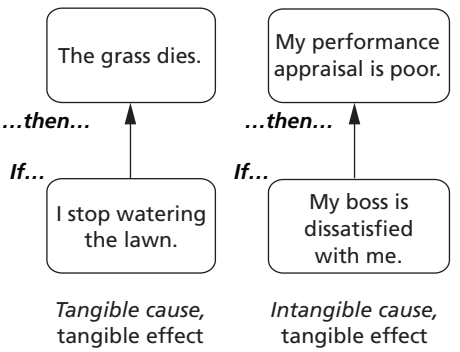
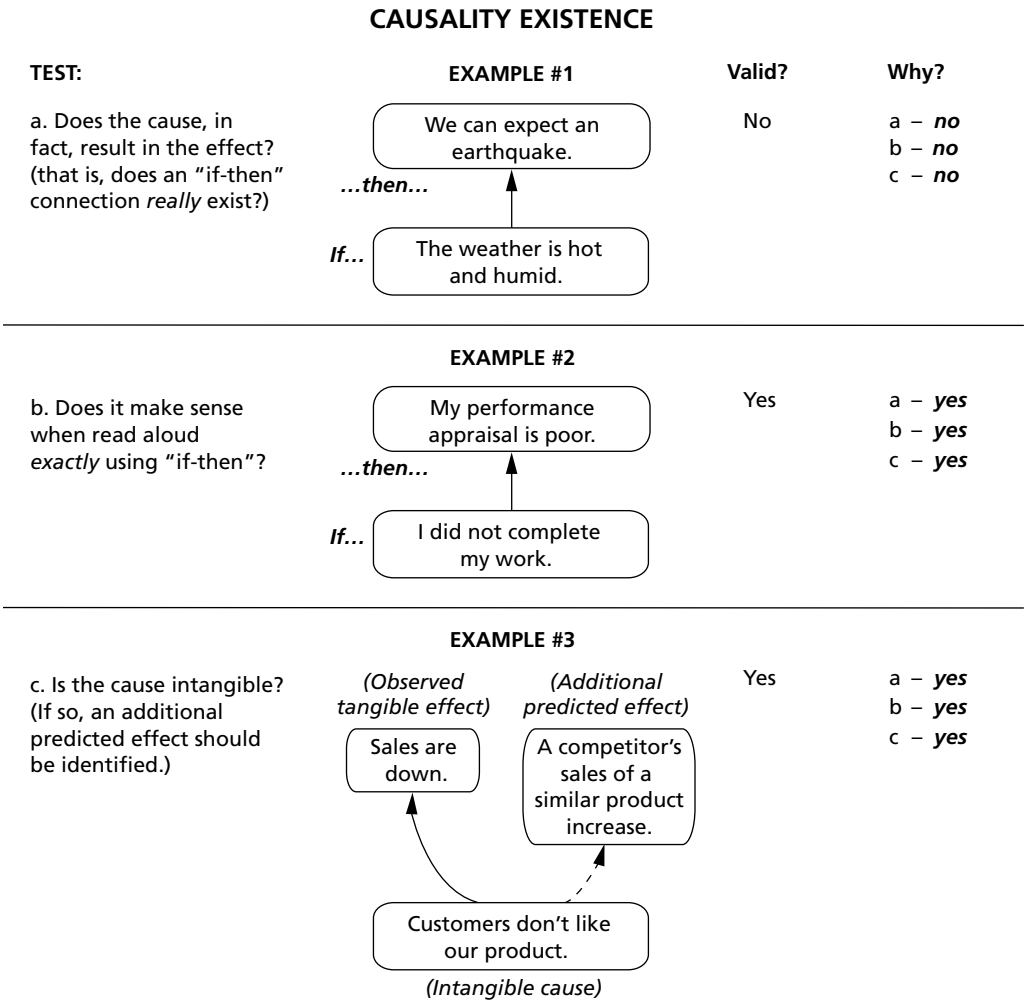

Figure 2.8 Tangible vs. intangible causes.
Figure 2.9 A test and example of the causality existence reservation.
- **Is the cause intangible?** To be "tangible," a cause must be measurable or observable. Frequently an effect may be directly measurable or observable, but the cause is not (see Figure 2.8). For example, "My boss is dissatisfied with me" is not really observable in and of itself (unless the boss happens to tell you so). But "I stop watering the lawn" is observable. In both cases, the effects are measurable or observable, but in the first case, the cause is not. Verifying the cause-effect relationship in this instance requires identifying the presence of at least one other directly measurable effect attributable to the same cause. Discussion of the CLR "predicted effect existence," later in this chapter, contains a more detailed discussion of this technique of verification. Figure 2.9 presents an abbreviated test and example of the causality existence reservation.